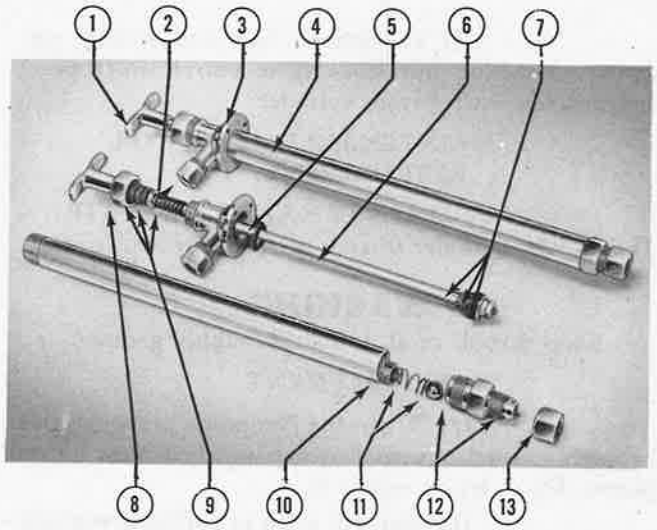

Figure 565—Windshield Anti-Icer System Hand Pump (Exploded View)
a. DESCRIPTION.–The pump, supported by two brackets forward and to the right of the copilot, is manipulated by the latter. The unit consists of a handle (1, figure 565) attached to a piston or plunger which is pulled and pushed within a cylinder. The cylinder contains a spring-loaded ball check at the forward end. On the plunger are a Neoprene moulded valve (Neoprene washers); and a packing gland (washers) to prevent fluid from leaking and provide compression. When the plunger is pulled back by the handle, the valve grips the walls of the cylinder and closes. This creates a low-pressure area back of the spring and ball, relieving them and allowing the fluid to enter the forward end of the cylinder. When pushed forward, the valve, under the pressure of the fluid it is compressing in the cylinder, opens or separates from the walls of the cylinder, and allows the fluid to flow to the back of the cylinder. On the second back stroke, the fluid in back prevented by the closing of the valve from re-entering the front of the cylinder, is withdrawn
Arrangement of the units in the packing gland assembly has been changed, resulting in the pump's pulling practically twice the 150 psi for which it was originally designed. Figure 565 shows the (correct) arrangement.